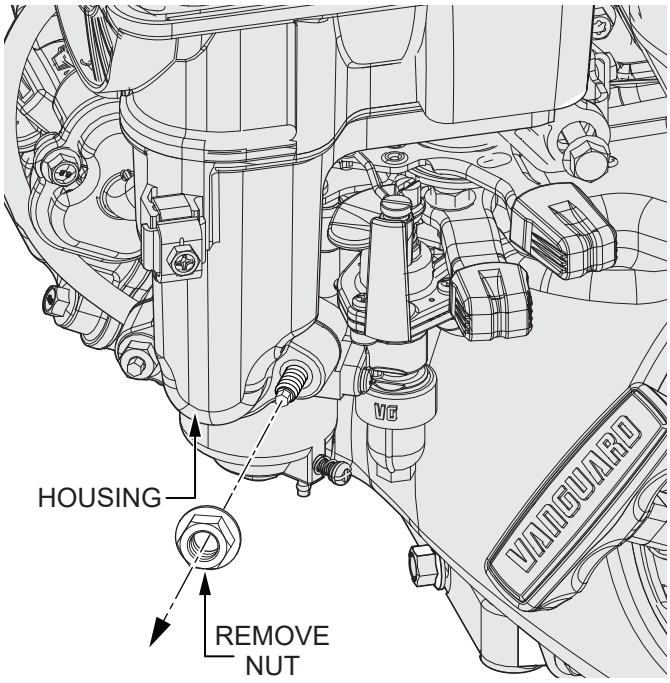

Figure 11. Remove Housing Hardware
6. Using a 10 mm deep socket or wrench, remove the **nut** (Figure 11) securing the **housing** to the engine. Retain the nut for later.